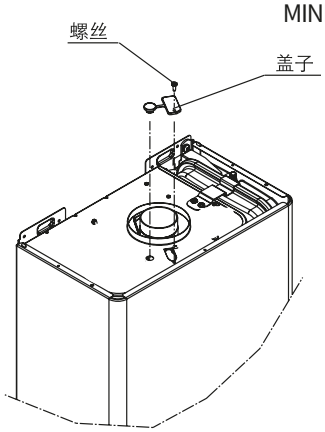

Fig. 20
11. 燃烧参数分析 (Fig. 17, Fig.20)
- 用合适的工具取下燃烧分析口的盖子。(Fig. 20)